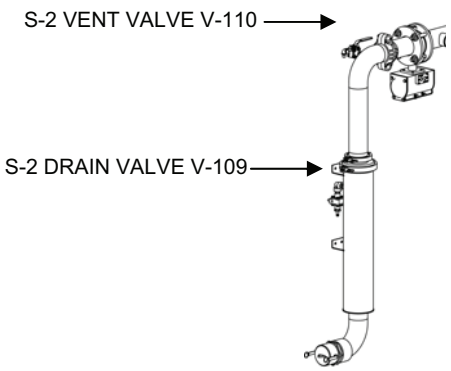

Figure 6. Strainer S-2 Drain Valve V-109 and Vent Valve V-110.
a. Open the Strainer S-2 Drain Valve V-109 and the Vent Valve V-110 (Figure 6).